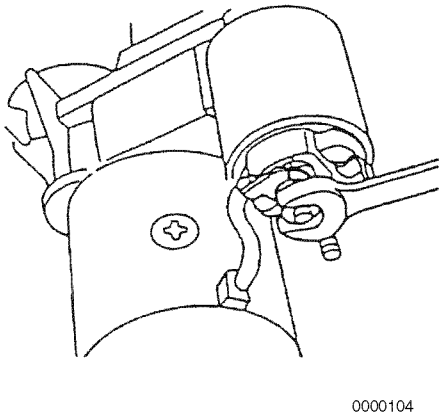

Figure 11-32
12. Reinstall the two M4 through bolts **(Figure 11-32)**. Securely tighten the through bolts. Reconnect the wire to the magnetic switch assembly. Tighten the M8 nut. Reinstall the cover over the connection.